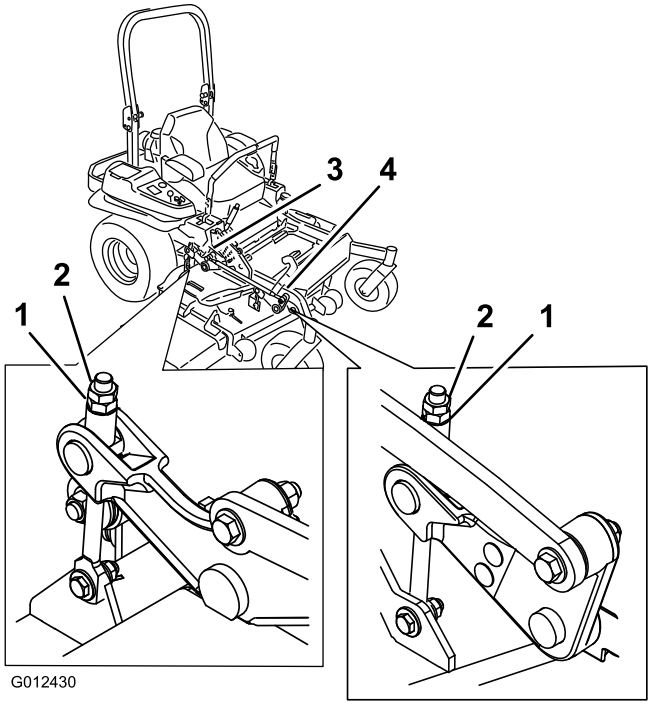

Figur 87
10. Finindstil justermøtrikken på forreste skjoldløfteenhed ved at dreje den (Figur 87).
16. Finindstil justermøtrikken på forreste skjoldløfteenhed ved at dreje den (Figur 87).